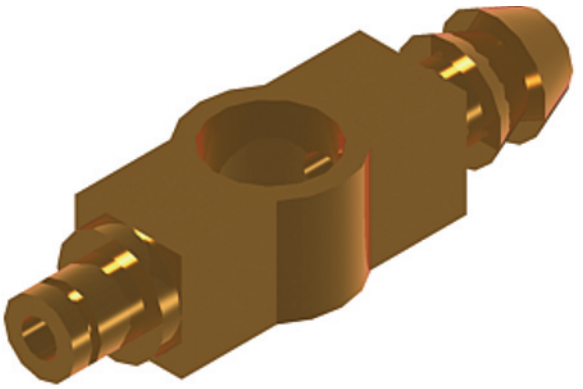

Fig. 18.24 Second example of 3D models
Second example (Fig. 18.24)
5. Render (Fig. 18.24).